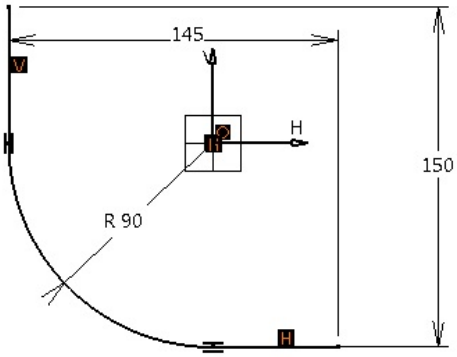

Figure 9-94 *Sketch of the path*
a. Create the path for the rib feature, refer to Figures 9-94.
1. Draw the sketch of the path for the rib feature on the yz plane and add the required constraints and dimensions to the sketch, as shown in Figure 9-94.